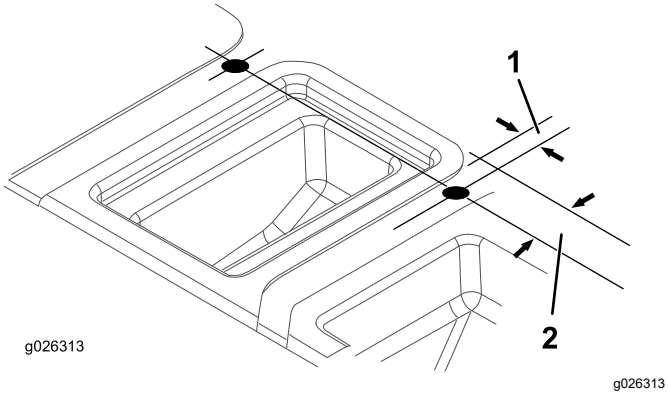

Figura 10
5. Usando las dimensiones indicadas en Figura 10, localice, marque y perfore 2 taladros de 2,54 cm en la parte superior de la base del asiento. Sitúe un taladro en cada lado del compartimento central.